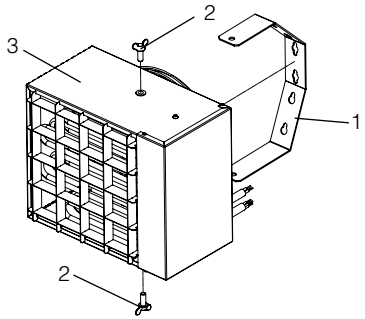

Рис. 4 – Установка кронштейна настенного
Перед подвешиванием на стену (Рис. 4) требуется установить кронштейн настенный (1) на прибор (3) совместив отверстия на корпусе прибора и кронштейне настенном. Для фиксации закрутить по резьбе винты-фиксаторы (2) (2шт.) (входят в комплект поставки).